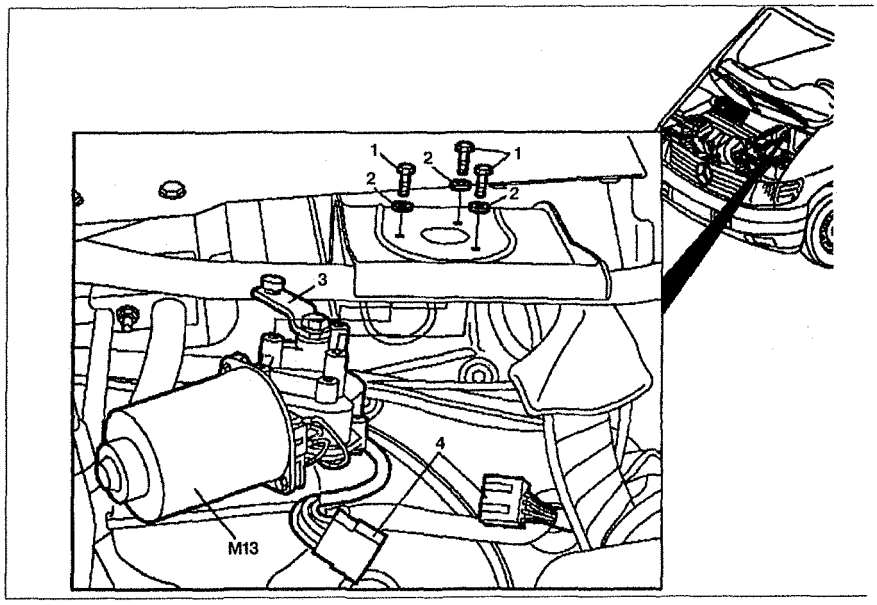

Рис. 10.21. Привод стеклоочистителей:
3. Отцепите соединительную тягу от рычага **3** (см.рис.10.21).